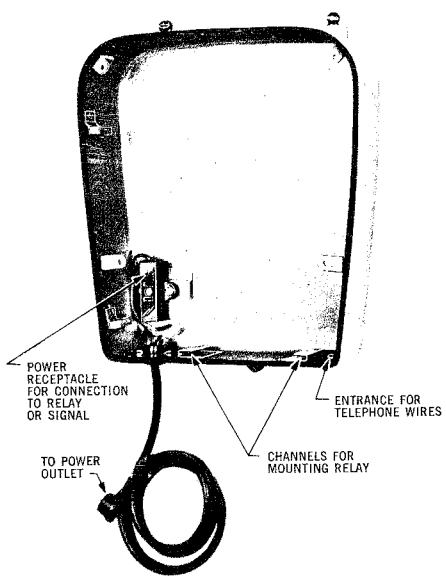

Fig. 3 — NS-16301-Type Back Box, Using Flexible Cordage Installation
3.08 An entrance hole for the telephone wires (control voltages) is located in the base of each back box (see Fig. 3). For dual potential signals, the telephone wire is connected directly to the relay. The workman must connect to the proper terminals on the relay to operate the relay from the control voltage.